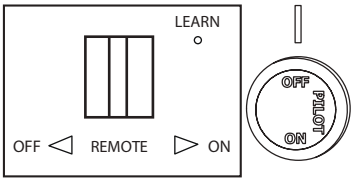

Fig. 17: recibidor y perilla de control
- Coloque el interruptor del recibidor en la posición "ON" (encendido) (consulte la Fig. 17).
3. Gire la perilla de control en dirección de las manecillas del reloj hacia la posición OFF (APAGADO) (consulte la Fig. 17).
4. Espere cinco (5) minutos para que se despeje el gas. Luego verifique si hay olo a gas, incluso cerca del piso. Si percibe olor a gas, ¡DETÉNGASE! Siga "B" en la información de seguridad que aparece la página antes de esto. Si no hay olor a gas, proceda con el próximo paso.
5. Presione levemente la perilla de control de gas y gírela en dirección contraria a las manecillas del reloj hasta la posición "PILOT" (piloto) (consulte la Fig. 17). Presione la perilla de control.